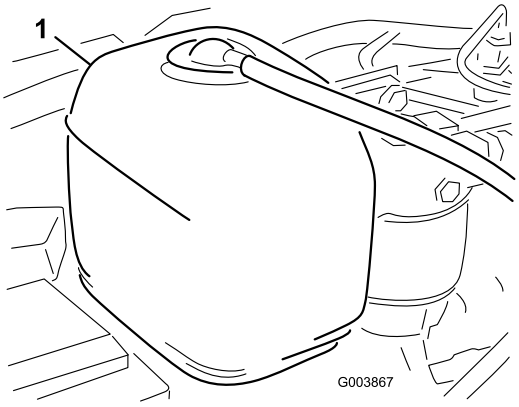

Figur 25
1. Kontrollera kylvätskenivån i expansionstanken (Figur 25).